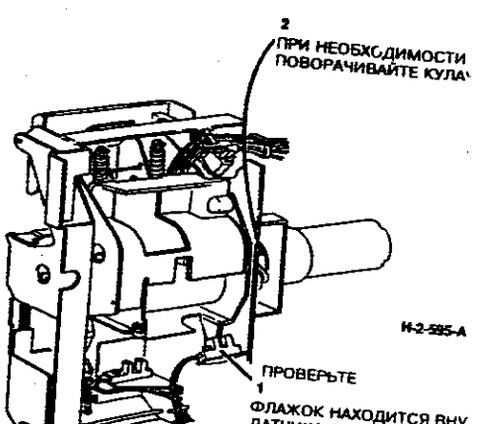

**Рисунок 1. Проверка положения степлера**
3. (Рисунок 1) Проверьте, что степлер находится в положении "без сшивания".
4. (Рисунок 1) В случае необходимости переведите степлер в положение "без сшивания" вручную, поворачивая кулачок двигателя транспортера.